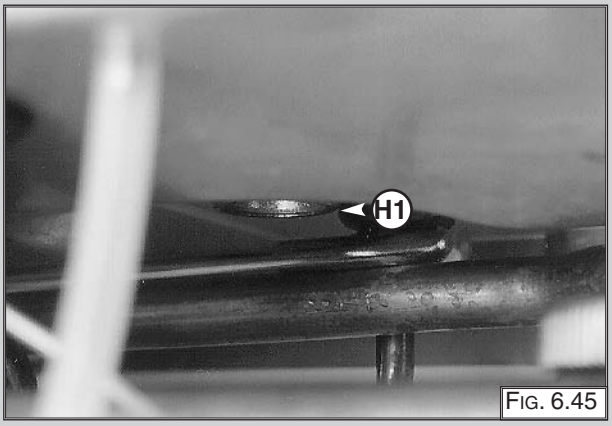

Fig. 6.45
2. Release nut “H1” (Fig. 6.45);